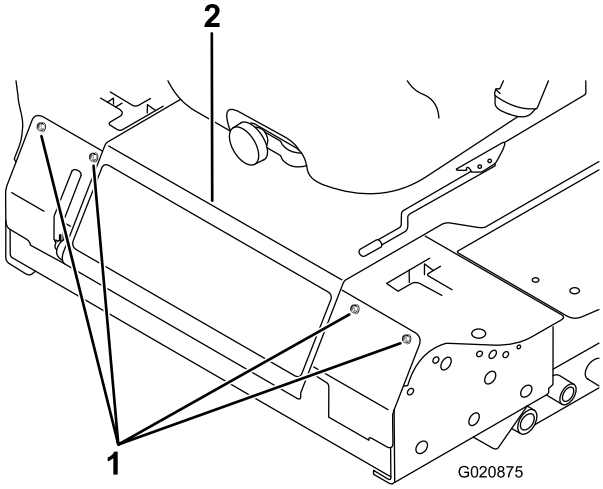

Rysunek 59
3. Usuń śruby mocujące panel przedni i zdejmij go (Rysunek 59).